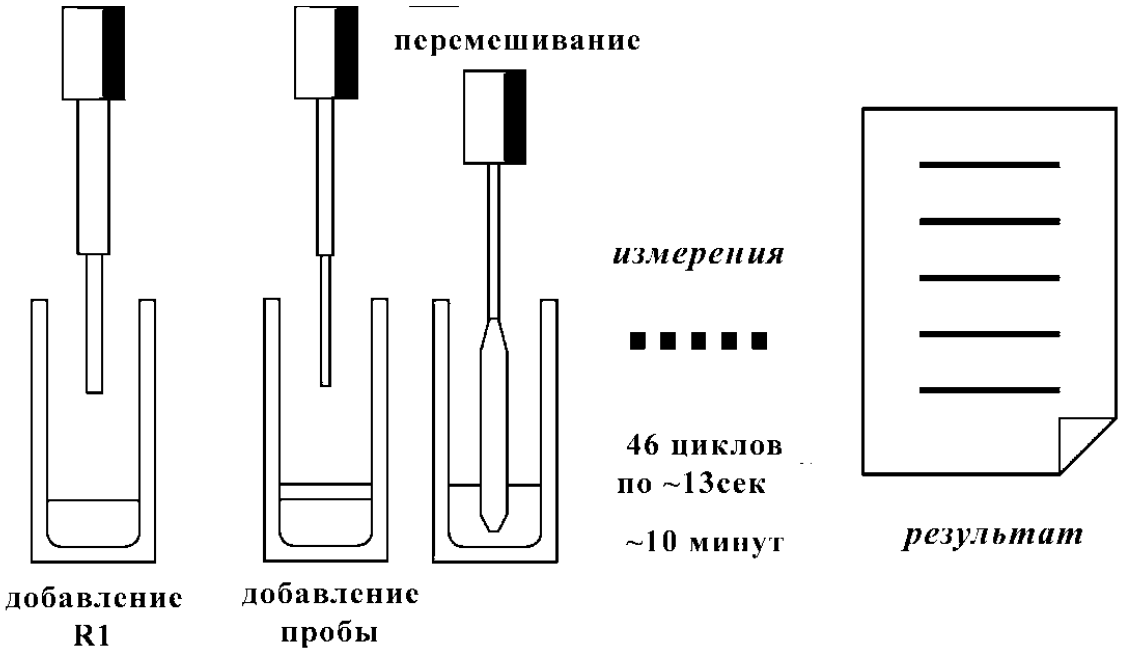

Рисунок 3.2-1 Схема выполнения анализа при однореагентной схеме.
- **Фотометрия**. После перемешивания реактива и пробы в кювете модуля инкубации, оптическая плотность смеси измеряется 46 раз каждые 13 секунд с помощью оптического блока. Длину волн (максимум 2 длины волны), используемых для измерения, можно выбрать из 12 указанных длин волн (см. Рисунок 3.2-1).